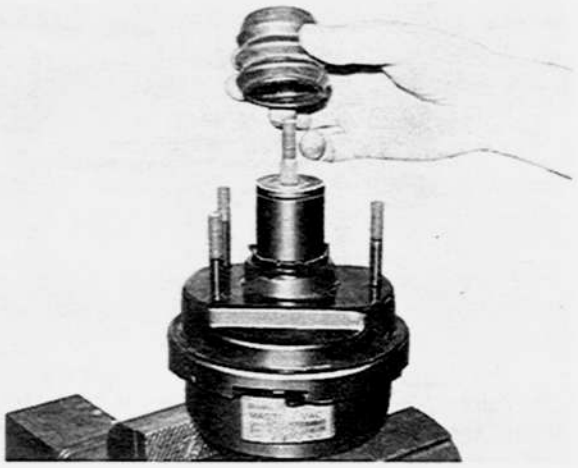

Fig. 11–7 Removing of boot
5. Attach the **wrench** (49 6500 090) to the studs of the rear shell as shown in Fig. 11–8. Rotate the rear shell clockwise to unlocked position.